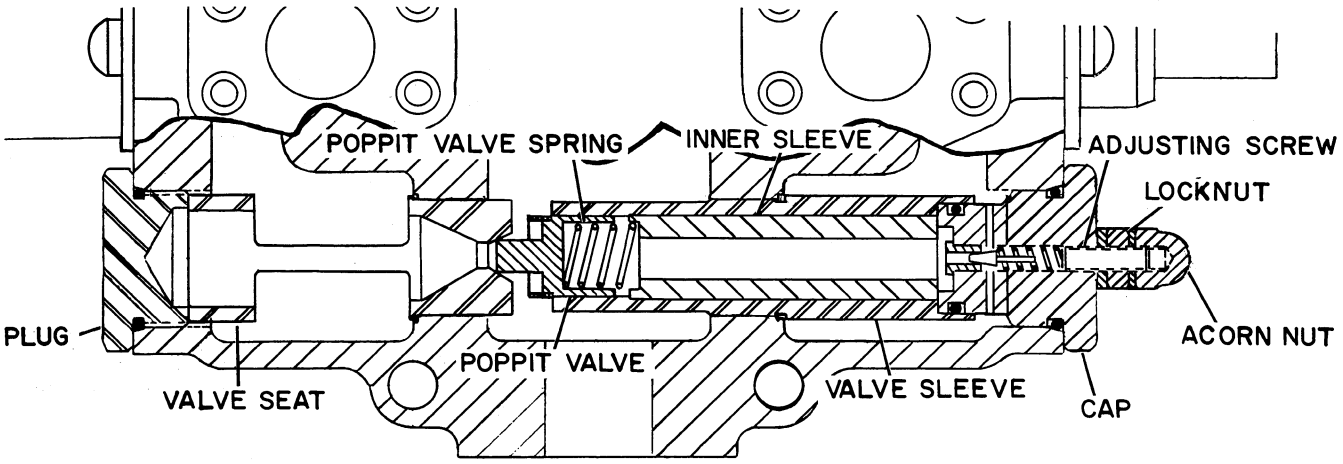

Figure D-81
4. Install the relief valve poppet, poppet spring, and inner sleeve as shown in Figure D-81. Then install the relief valve cap assembly containing the small poppet valve, adjusting screw, lock nut and acorn nut, Figure D-81.